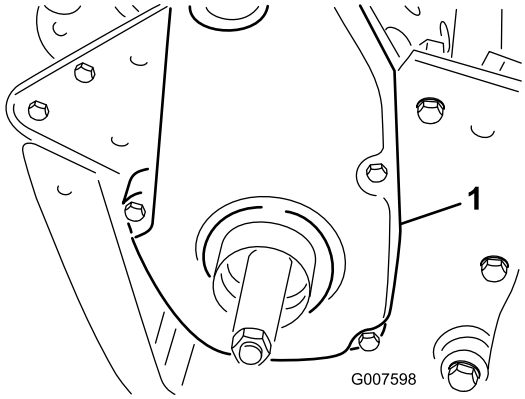

Figur 47
6. Demontera den bakre remkåpan på maskinens högra sida (Figur 47).